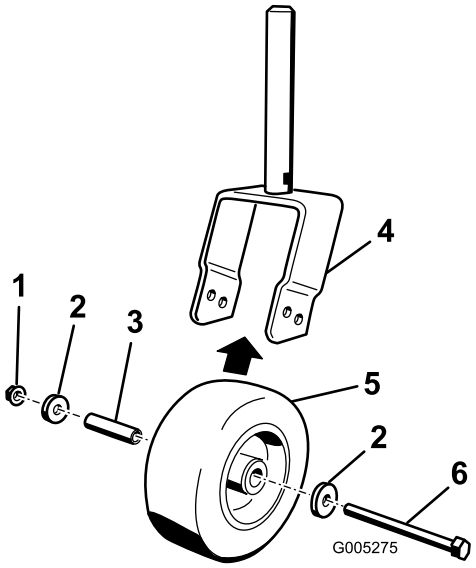

Figura 18
1. Retire la contratuerca del perno que sujeta el conjunto de la rueda giratoria y las arandelas en la horquilla (Figura 18). Sujete la rueda giratoria y retire el perno de la horquilla. Retire el casquillo intermedio de dentro del conjunto de la rueda.